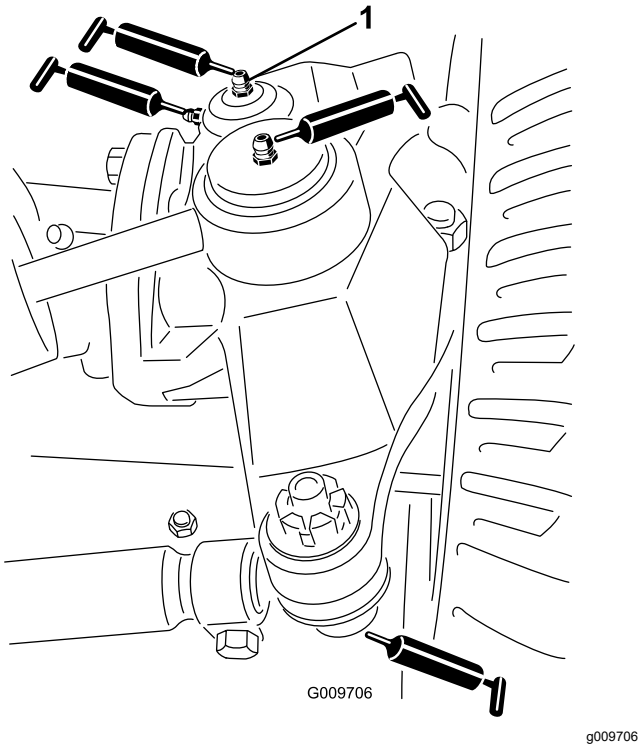

**Рисунок 81**
- Шаровые опоры гидроцилиндра рулевого управления (2 шт.) (Рисунок 81)
- Шаровые опоры стяжной тяги (2 шт.) (Рисунок 81)
- Втулки поворотных шкворней (2 шт.) (Рисунок 81). **Верхнюю масленку на поворотном шкворне следует смазывать только раз в год (2 хода насоса).**